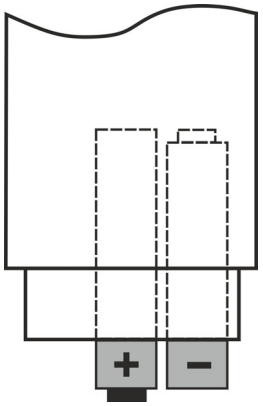

Abb. 11: Batteriewechsel
3. Stecken Sie dieselbe Anzahl an Batterien desselben Typs ein (siehe § 7.1.2). Achten Sie dabei auf die angegebene Polarität (Siehe Abb. 11)